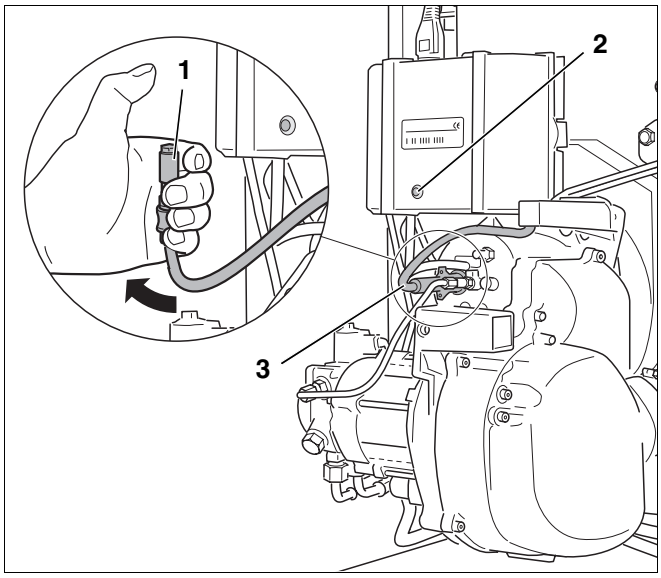

Rys. 26 Sprawdzenie prawidłowości działania czujnika płomienia
- Przy działającym palniku wyjąć czujnik płomienia za uchwyt (rys. 26, **poz. 3**).
- Przytrzymać czujnik płomienia, poddając go działaniu światła (rys. 26, **poz. 1**). Po ponownym rozruchu powinno nastąpić wyłączenie awaryjne.
- Odczekać ok. 30 sekund i odblokować automat palnikowy, naciskając przycisk odkłócający (rys. 26, **poz. 2**).